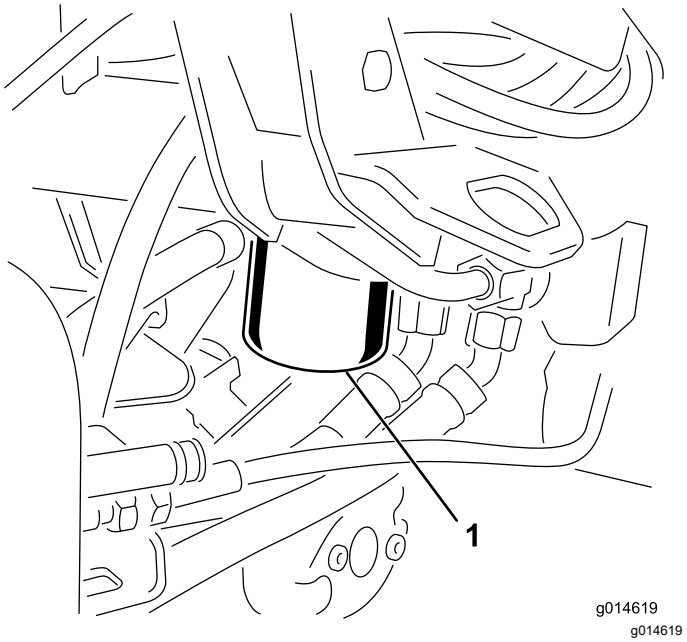

**Figura 50**
1. Pulite la superficie circostante il filtro (Figura 50). Collocate una bacinella di spurgo sotto il filtro e togliete il filtro.